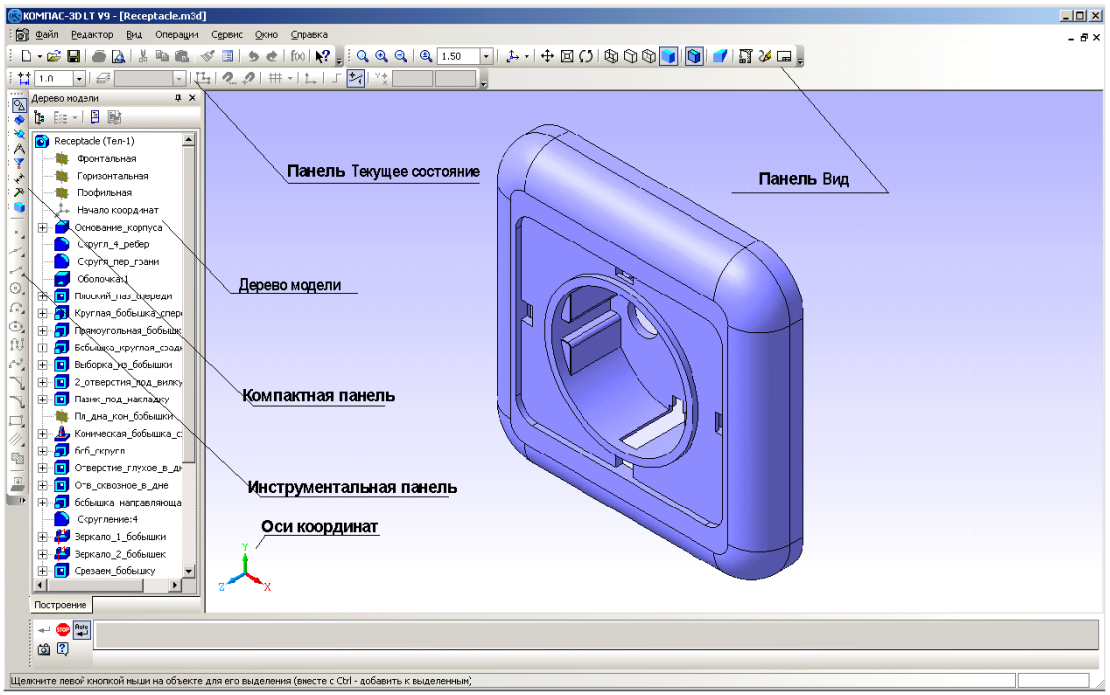

Рис. 1.13. Окно документа с моделью крышки розетки и его основные элементы.
3.2. Разверните окно документа на весь экран – рис. 1.13.
После открытия файла детали (модели) интерфейс системы изменяется (рис. 1.13). Познакомимся с новыми элементами окна системы.
3) Открывается окно **Дерево модели** (рис. 1.13) – представленная в графическом виде последовательность элементов, составляющих модель (деталь). Отключить данное окно можно